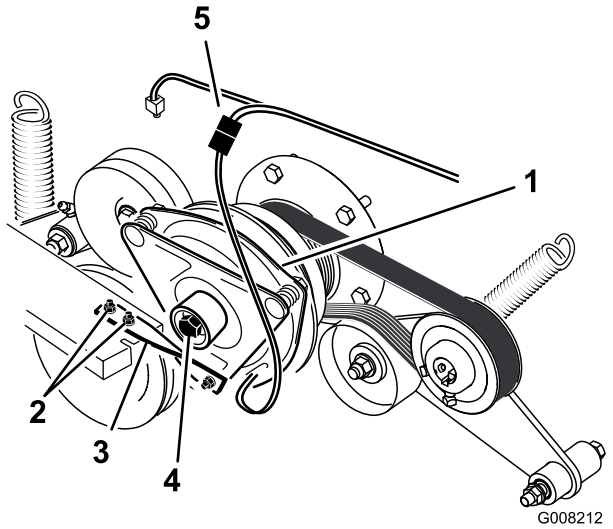

Figur 58
6. Koppla ur kopplingens elektriska kontakt (Figur 58).
7. Lossa de två bultarna som fäster gummikopplingsremmen i klipparramen (Figur 58).
8. Lossa centrumbulten som fäster kopplingen vid motoraxeln och ta bort kopplingen och nyckeln (Figur 58).
15. Håll i vevaxeln på maskinens baksida, fäst centrumbulten och dra åt den till 68 Nm (Figur 58).
16. Montera gummikopplingsremmen på klipparens ram med de två bultar och muttrar som du tog bort tidigare (Figur 58).
18. Koppla in kopplingens elektriska kontakt (Figur 58).